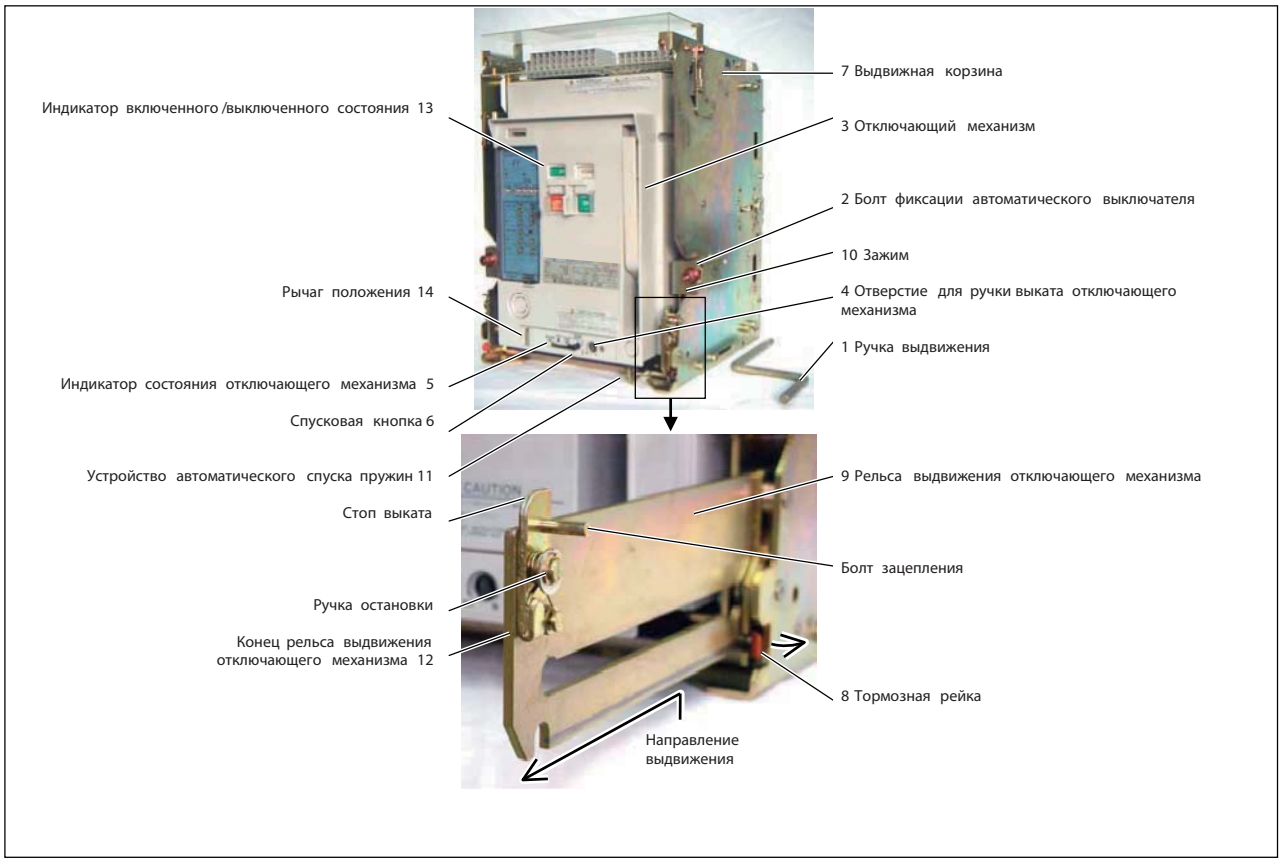

Рис. 25. Выдвижение и введение отключающего механизма
1. Выключите автоматический выключатель (если автоматический выключатель остается включенным, нельзя вставить ручку выдвижения (позиция 1 на рис. 25).
2. Ослабтье болты фиксации автоматического выключателя (позиция 2 на рис. 25), если они используются, для разблокирования отключающего механизма (позиция 3 на рис. 25).
3. Разблокируйте рычаг положения, если он заблокирован (позиция 14 на рис. 25).
4. Вставте ручку выдвижения в отверстие для ручки выдвижения отключающего механизма (позиция 4 на рис. 25) и медленно поворачивайте ее против часовой стрелки до тех пор, пока на индикаторе состояния отключающего механизма (позиция 5 на рис. 25) не будет отображаться “TEST”.
2. Нажмите спусковую кнопку (позиция 6 на рис. 25). Спусковая кнопка будет заблокирована в отжатом состоянии.
4. Вставте ручку выдвижения в отверстие для ручки выдвижения отключающего механизма (позиция 4 на рис. 25) и медленно поворачивайте ее против часовой стрелки до тех пор, пока на индикаторе состояния отключающего механизма (позиция 5 на рис. 25) не будет отображаться “ISOLATED” и не будет слышен звук свободного хода. Поворачивание ручки выдвижения разблокирует спусковую кнопку.
1. Убедитесь, что выдвижная корзина (позиция 7 на рис. 25) закреплена крепежными винтами.
2. Разблокируйте рычаг положения, если он заблокирован (позиция 14 на рис. 25).
3. Нажмите с обеих сторон выдвижной корзины на тормозные рейки (позиция 8 на рис. 25) в направлении наружу чтобы разблокировать рельсу выдвижения (позиция 9 на рис. 25), а затем поддержите и вытягивайте рельсу до тех пор пока она не остановиться. Рельса выдвижения отключающего механизма будет заблокирована тормозной рейкой. (Отключающий механизм нельзя выдвинуть если рельса не заблокирована).
4. Держа за два зажима (позиция 10 на рис. 25), выдвигайте отключающий механизм до тех пор пока он не остановиться.
Если автоматический выключатель оснащен опциональным автоматическим спусковым устройством (позиция 11 на рис. 25), то замыкающие пружины будут автоматически спущены с сопровождающимся механическим звуком. Этот звук не является признаком нарушения работоспособности.
5. Следует использовать опциональный подъемник или подъемную плиту чтобы переместить отключающий механизм (позиция 3 на рис. 25) в безопасное место. См. раздел 2-1-2.
2. Нажмите с обеих сторон выдвижной корзины на тормозные рейки (позиция 8 на рис. 25) в направлении наружу чтобы разблокировать рельсу выдвижения (позиция 9 на рис. 25), а затем поддержите и вытягивайте рельсу до тех пор пока она не остановиться. Рельса выдвижения отключающего механизма будет заблокирована тормозной рейкой. (Отключающий механизм нельзя задвинуть если рельса не заблокирована).
4. Если автоматический выключатель имет фиксирующие болты (позиция 2 на рис. 25), следует ослабить их и держа за два зажима (позиция 10 на рис. 25), втолкнуть отключающий механизм в выдвижную корзину.
5. Нажмите с обеих сторон выдвижной корзины на тормозные рейки (позиция 8 на рис. 25) в направлении наружу чтобы разблокировать рельсу выдвижения (позиция 9 на рис. 25), а затем чтобы чтобы всавить рельсу надавливайте на конец рельсы до тех пор пока она не остановиться. Рельса выдвижения отключающего механизма будет заблокирована тормозной рейкой. (Отключающий механизм нельзя выдвинуть если рельса не заблокирована).
1. Убедитесь , на индикаторе включенного / выключенного состояния (позиция 13 на рис. 25) отображается “OFF”. ( Если автоматический выключатель остается включенным , нельзя вставить ручку выдвижения (позиция 1 на рис. 25).
2. Разблокируйте рычаг положения , если он заблокирован (позиция 14 на рис. 25).
3. Вставте ручку выдвижения в отверстие для ручки выдвижения отключающего механизма (позиция 4 на рис. 25) и медленно поворачивайте ее по часовой стрелке до тех пор, пока на индикаторе состояния отключающего механизма (позиция 5 на рис. 25) не будет отображаться “TEST”.
1. Выключите автоматический выключатель (если автоматический выключатель остается включенным , нельзя вставить ручку выдвижения (позиция 1 на рис. 25).
3. Нажмите спусковую кнопку (позиция 6 на рис. 25). Спусковая кнопка будет заблокирована в отжатом состоянии .
4. Вставте ручку выдвижения в отверстие для ручки выдвижения отключающего механизма (позиция 4 на рис. 25) и медленно поворачивайте ее по часовой стрелке до тех пор, пока на индикаторе состояния отключающего механизма (позиция 5 на рис. 25) не будет отображаться “CONN.” и ручку нельзя будет вращать с максимальным рабочим крутящим моментом (14,7 Н·м).
6. Затяните фиксирующие болты автоматического выключателя (позиция 2 на рис. 25), если они используются , для блокировки отключающего механизма .